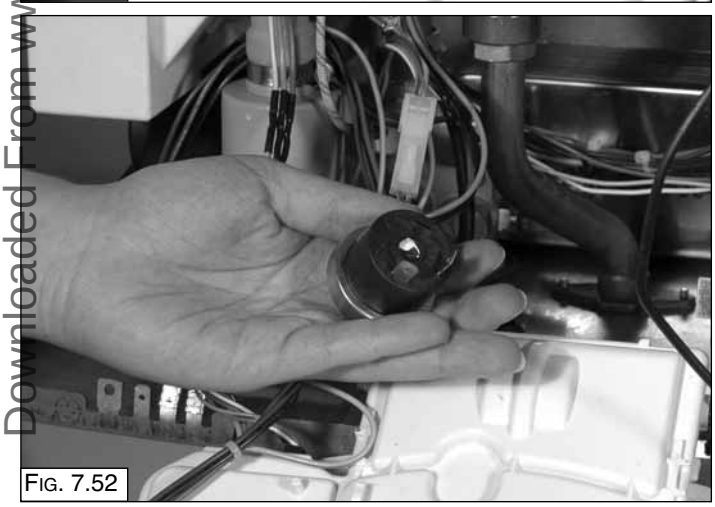

Fig. 7.52
3. Remove the low water pressure switch. (Fig 7.52).